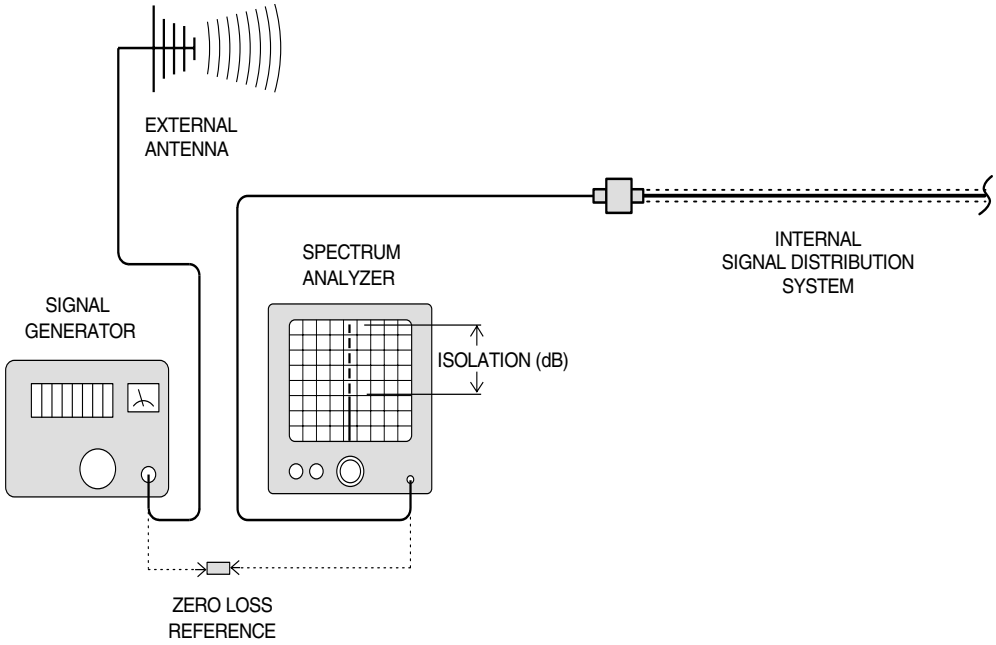

Figure 4: Typical test equipment interconnection for measuring antenna isolation.
3) Connect the test leads of the signal generator and the spectrum analyzer together using a female barrel connector, see **Figure 4**. Observe the signal on the analyzer and adjust the input attenuator of the spectrum analyzer for a signal level that just reaches the 0 dBm level at the top of the graticule.
4) Referring to figure 4, connect the generator test lead to one side of the signal distribution system (external antenna) and the spectrum analyzer lead to the other (internal distribution system) and observe the signal level. The difference between this observed level and 0 dBm is the isolation between the sections. If the signal is too weak to observe, the spectrum analyzer's bandwidth may have to be narrowed and its input attenuation reduced. Record the isolation value. **The isolation value measured should exceed the signal booster’s gain figure by at least 15 dB.**